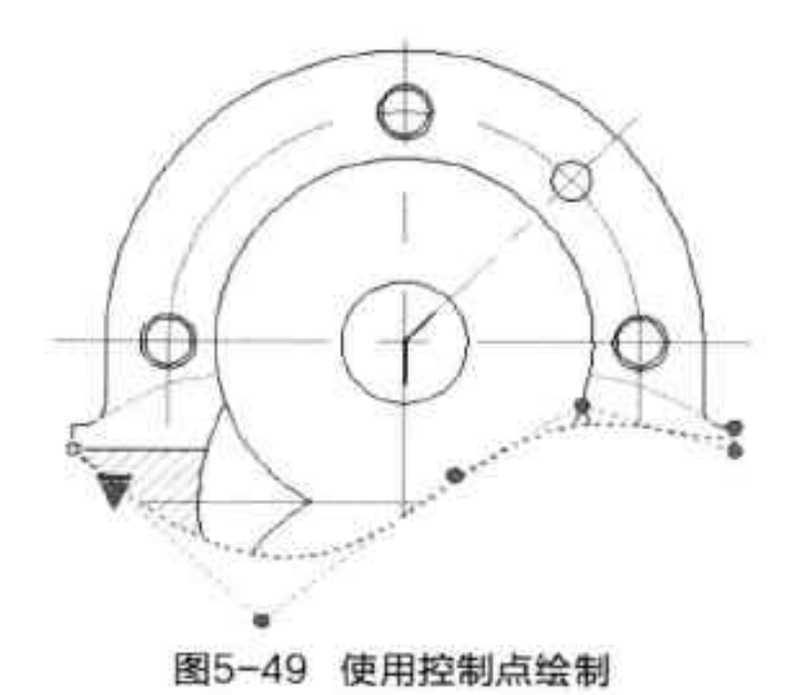

图5-49 使用控制点绘制
- 样条曲线控制点：该模式是使用曲线控制点来绘制样条曲线的。使用该模式绘制出的曲线较为平滑，如图5-49所示。